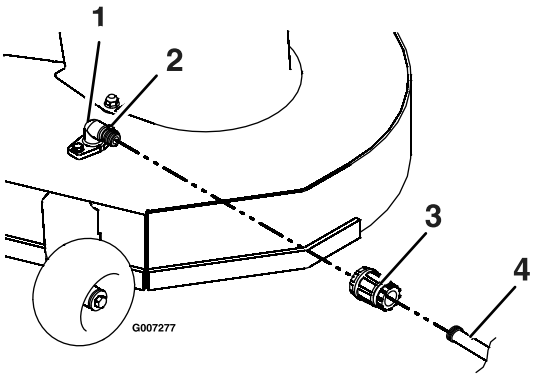

Figuur 57
3. Bevestig de slangkoppeling aan de wasaansluiting van de maaimachine en draai de waterkraan helemaal open (Figuur 57).